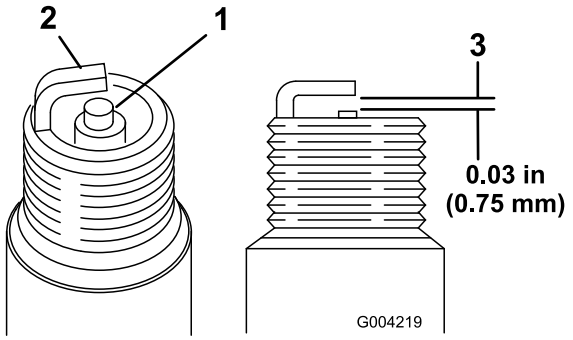

**Figuur 39**
1. Bekijk de binnenkant van de bougies (Figuur 39). Als de isolator lichtbruin of grijs is, werkt de motor naar behoren. Een zwarte laag op de isolator duidt meestal op een vuil luchtfilter.
2. Controleer de afstand tussen de centrale elektrode en de massa-elektrode (Figuur 39).
3. Verbuig de massa-elektrode (Figuur 39) om de juiste afstand in te stellen indien dit nodig is.